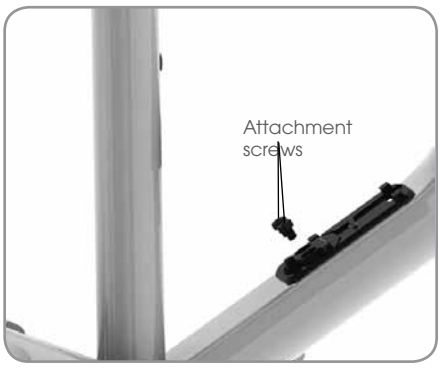

Figure 12. Dock exploded
5. Align the mounting holes with the down tube of the frame, and insert the two attachment screws (Figure 12). Tighten to 1.4 Nm.